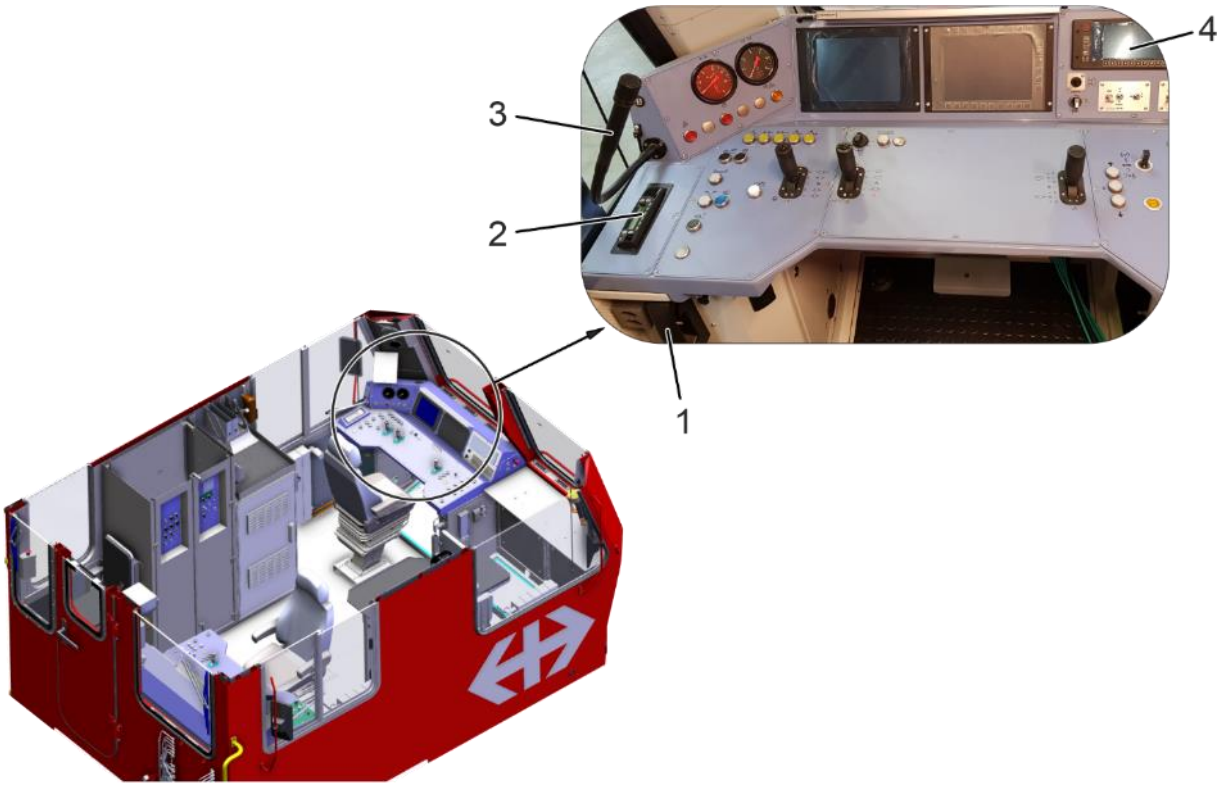

Fig. 44: Radiotelefono banco di guida
Il veicolo è equipaggiato con un radiotelefono GSM-R (modello MESA26) con due monitor (uno per ciascun banco di guida) e una ricetrasmittente per cantiere (Kenwood NX-800E), cfr. Fig. 44 (2).